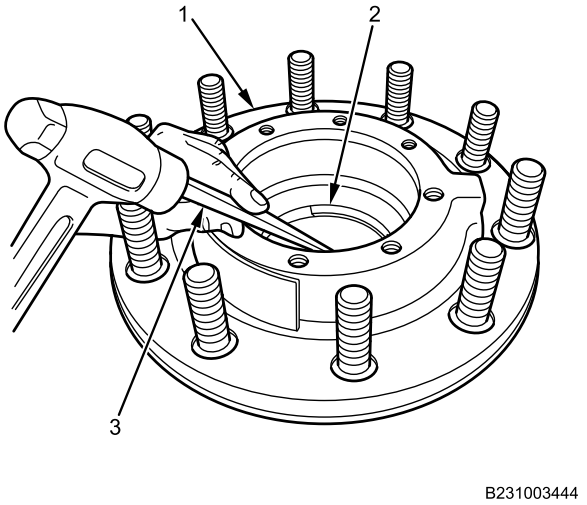

Figure 11. Inner Tapered Roller Cup Removal.
2. Using punch (Figure 11, Item 3), remove inner bearing cup (Figure 11, Item 2) from hub (Figure 11, Item 1). Discard inner tapered roller cup (Figure 11, Item 2).